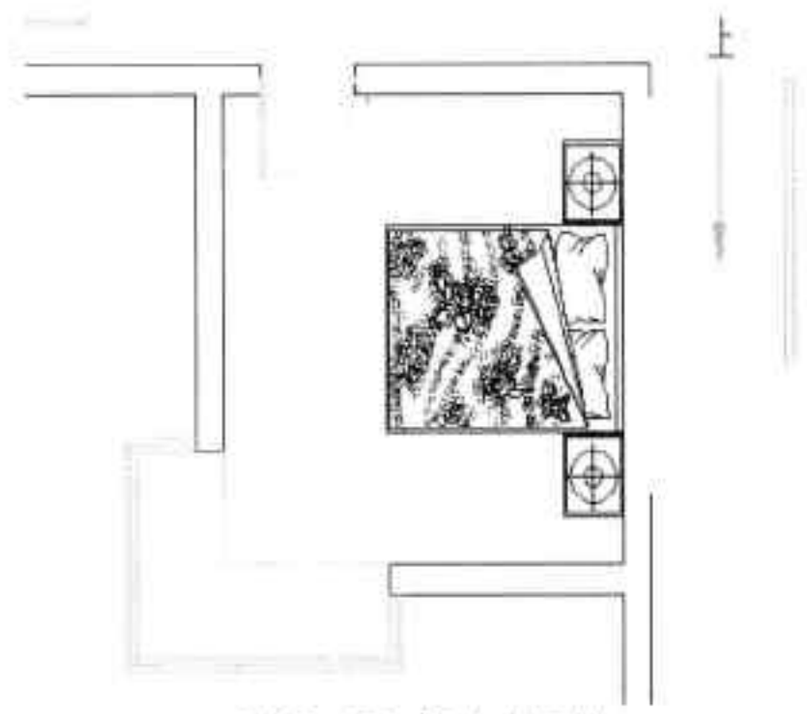

图18-12 插入床图块
Step 12 双击床图块，在“图块编辑”对话框中，将其“转角”设为“90”，然后将该图块放置在卧室合适位置，如图 18-12 所示。